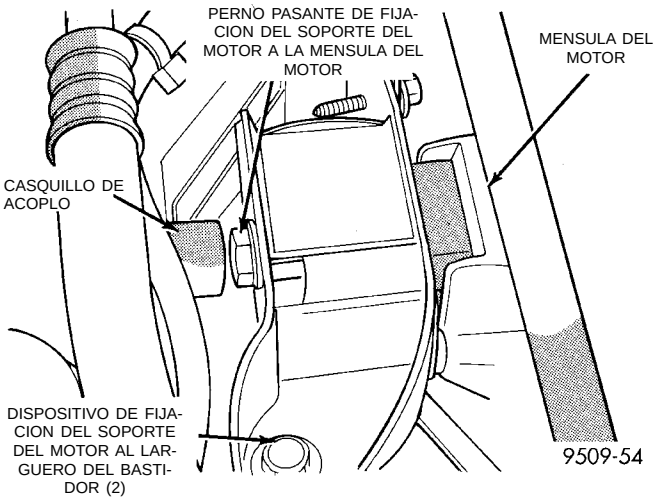

Fig. 16 Soporte del motor—Derecho
(1) Retire de la ménsula del soporte derecho el solenoide de limpieza de ciclo de servicio.
(2) Retire del larguero del bastidor los dispositivos de fijación del aislador del soporte derecho del motor (Fig. 16).
(3) Retire la carga de los soportes del motor apoyando cuidadosamente el conjunto del motor y la transmisión sobre un gato de suelo.
(4) Retire la tapa del orificio de acceso al perno pasante. Retire el perno pasante del conjunto del aislador (Fig. 16). Retire el aislador.
(5) Para efectuar la instalación, invierta el procedimiento de desmontaje. Ajuste los dispositivos de fijación del soporte del motor al larguero con una torsión de 54 N·m (40 libras pie) y luego el perno pasante que fija el soporte del motor a la ménsula del motor con una torsión de 108 N·m (80 libras pie).